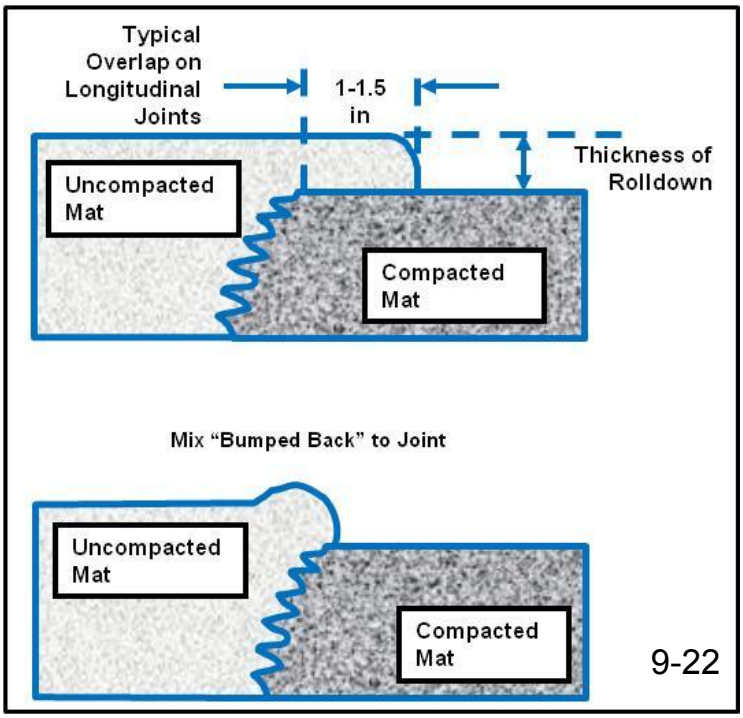

Figure 2. Best practices for placing mix at a longitudinal joint.
- First, overlap the existing lane (of a butt joint constructed with the paver) 1 inch +/-0.5". When the butt joint is constructed by milling or cutting back the existing lane, the overlap should be about ½ inch. If the overlap exceeds 1.5", carefully remove the excess with a shovel. See Figure 2.